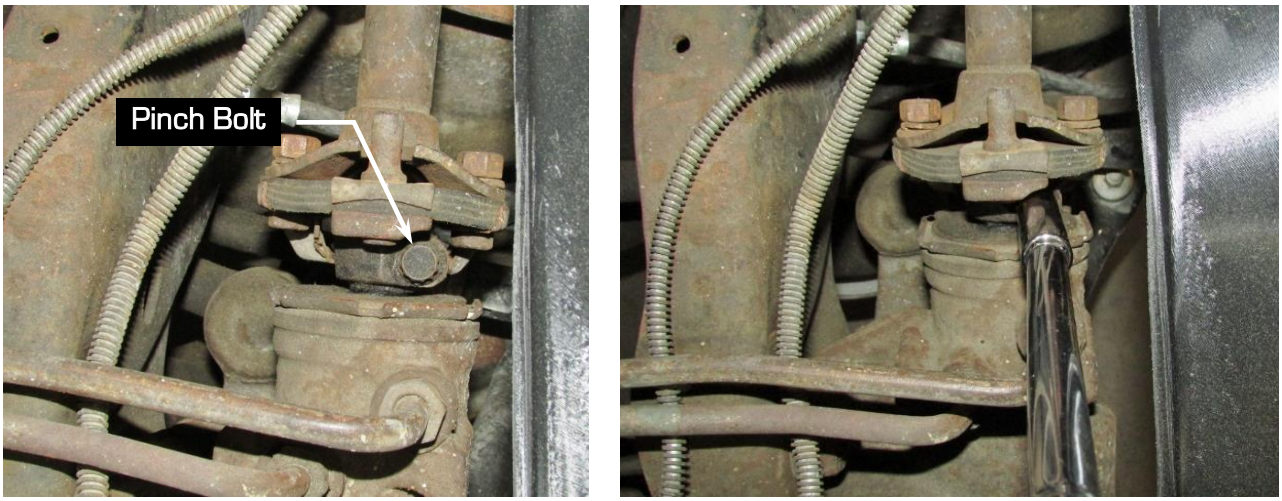

Figure 2 – Remove Pinch Bolt
3. Remove the pinch bolt connecting the rag joint to the steering gear. Remove the hardware connecting the rag joint to the steering shaft (Figure 2).